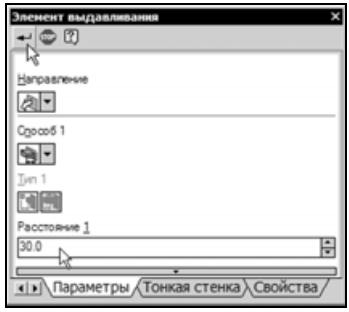

Рис. 4.7
- Для изменения толщины основания введите в поле **Расстояние 1** на панели свойств новое значение 30 и нажмите кнопку **Создать Объект** (рис. 4.7).